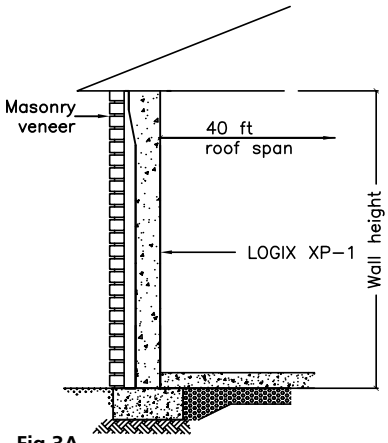

Fig 3A
- One storey Logix XP-1 supporting roof only (Fig. 3A)
The above-grade tables shall be used in conjunction with the notes listed below, the building limitations noted in the "Reinforcement Tables" section, and Figures 3A to 3B, which form the basis of this table.